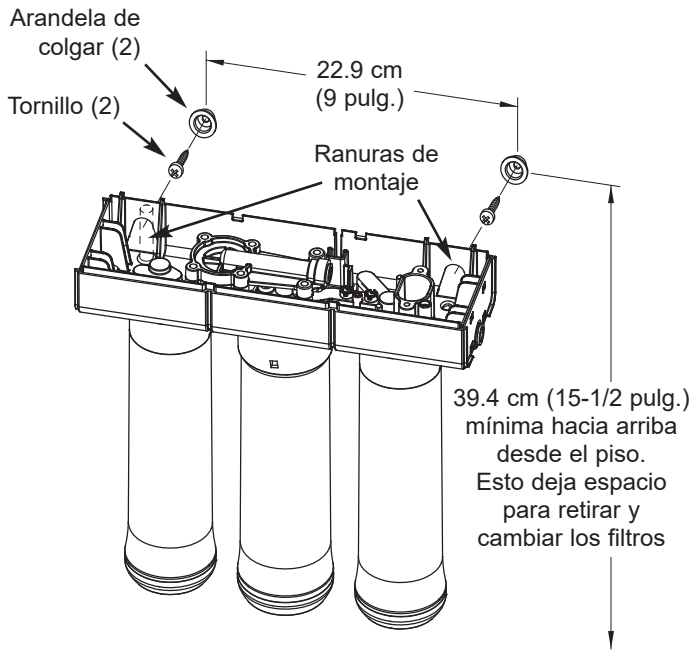

FIG. 12
Vea la Fig 12. Las arandelas de colgar permiten levantar el conjunto del filtro desde las arandelas sin tener que retirar herrajes adicionales. Al planificar la instalación, debe dejar espacio suficiente para cambiar los filtros.
2. Ubique las ranuras de montaje en la parte interior trasera del conjunto. Vea la Fig. 12.
3. Mantenga el conjunto arriba de la superficie de la pared y marque las posiciones para las arandelas de colgar. Vea la Fig. 12. Monte la unidad a una altura suficiente a fin de dejar espacio para cambiar los filtros sin tener que sacar la unidad de la pared.